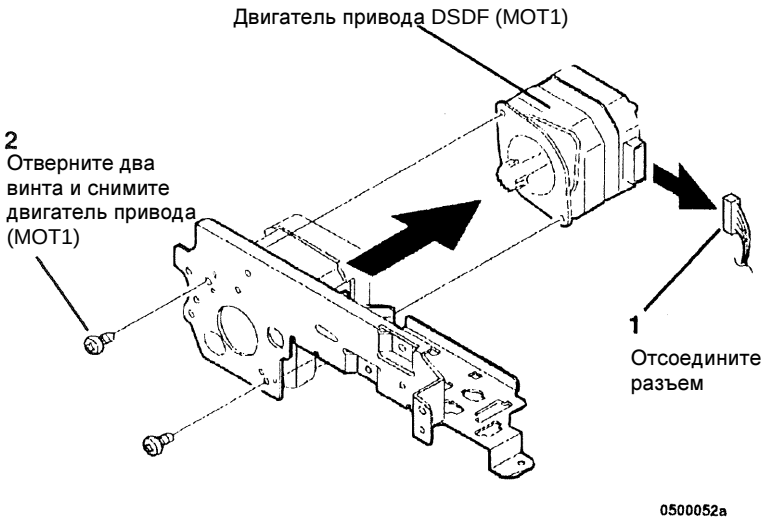

Рисунок 1 Снятие двигателя привода (MOT1)
3. (Рисунок 1): Снимите двигатель привода DSDF (MOT1).